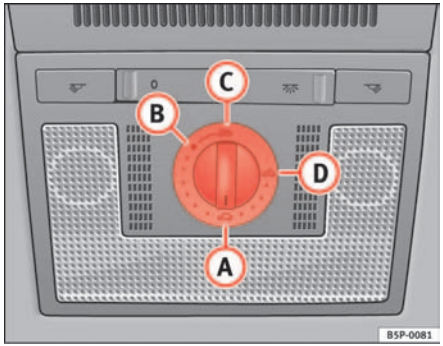

Fig. 73 Detail of the sunroof: rotary button for sliding/tilting sunroof
If the sliding/tilting roof has been opened again by the roll-back function, it can be closed only by pressing the rotary button at the front in position (A) ⇒ fig. 73 until the sliding/tilting roof has closed fully. **Please note that the sunroof will now close without the roll-back function.**